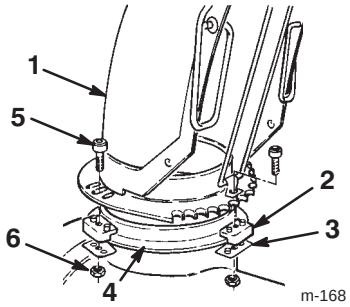

Bild 13
1. Fetten Sie den Auswurfring leicht mit Niedertemperaturfett ein (Fig. 13).
2. Setzen Sie den Auswurfkanal (offene Seite nach vorne) auf die Auswurföffnung, so dass sich die Befestigungselemente des Kanals auf dem Kanalring befinden (Bild 13).
3. Ziehen Sie die Schraube und die Sicherungsmutter an der linken Seite fest, um die Befestigungselemente für den Kanal auf der Kanalbefestigungsplatte und den Auswurfkanal auf dem Kanalring zu befestigen (Bild 13).
4. Drücken Sie die anderen Kanalbefestigungselemente in Richtung Auswurfkanal (geschlitzt) und ziehen Sie die Schrauben fest (Bild 13).
5. Der Kanal muss sich frei auf dem Ring drehen lassen. Wenn das nicht der Fall ist, drehen Sie das rechte Befestigungselement nach außen (Bild 13).